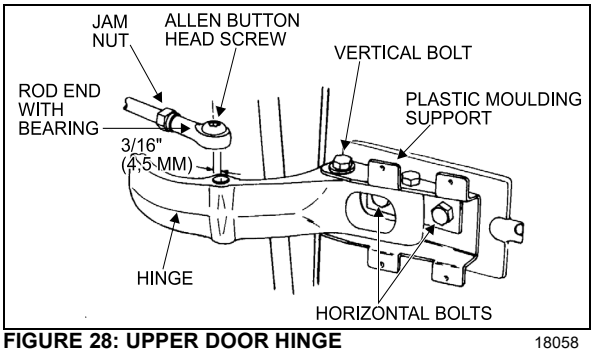

**FIGURE 28: UPPER DOOR HINGE** 18058
2. Remove the Allen button head screw and the washer retaining the rod end with bearing to the upper hinge. See Figure 28.